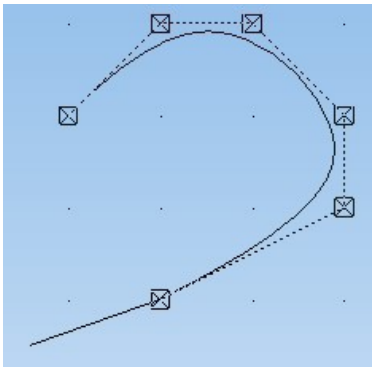

Рис. 72. Редактирование кривой Безье (а) и построение кривой NURBS (б)
– **Кривая Безье** (кнопка) – это привычный инструмент рисования для, например, пользователей текстового процессора Microsoft Word. При рисовании кривой сначала требуется щелчками мыши пометить «узловые точки» кривой, а затем, когда кривая уже создана, можно выделить ее, щелкнуть на требуемой узловой точке правой кнопкой мыши, выбрать в контекстном меню пункт **Редактировать**, а потом, перетаскивая мышью концы «привязанных» к узловым точкам «рычагов», отрегулировать изгибы кривой (рис. 72, а). В любом случае кривая Безье всегда проходит через все свои узловые точки.
– **Кривая NURBS** (кнопка) отличается от кривой Безье тем, что в NURBS проставляемые щелчками мыши «узловые точки» не лежат на созданной кривой (кроме самой первой и самой последней точек, задающих концы линии). Кривая лишь как бы «оттягивается с некоторым усилием» в сторону той или иной «узловой» точки (рис. 72, б). Регулировку формы построенной кривой NURBS можно позже выполнить, перетаскивая мышью ее «узловые» точки.